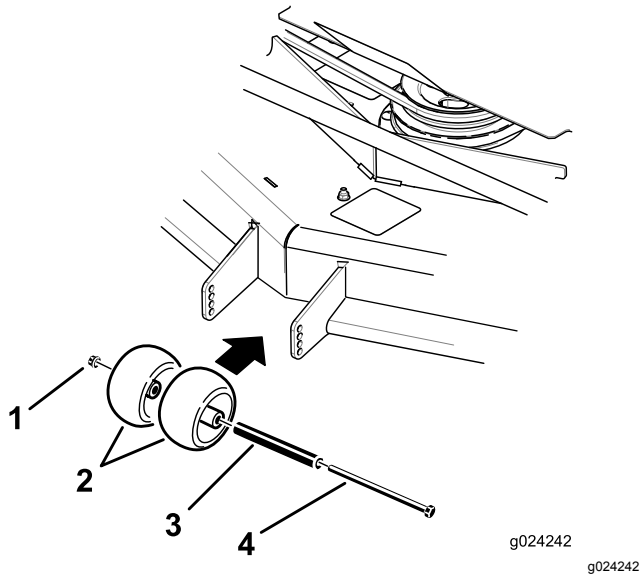
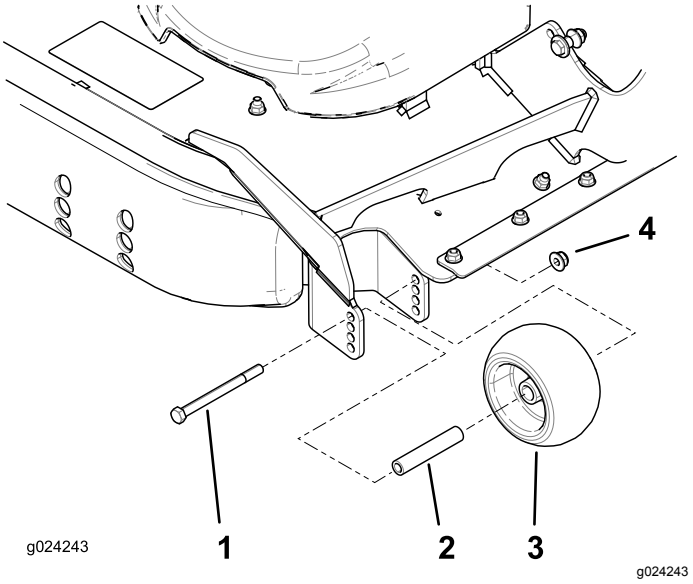

**Figuur 35**
**Figuur 36**
3. Stel de antiscalpeerrollen af zoals wordt getoond in Figuur 35 en Figuur 36.